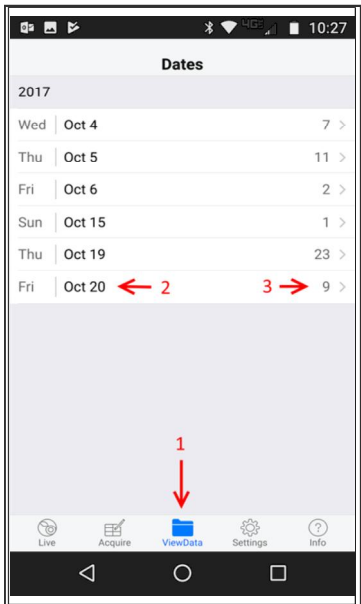

Figure 9:View Data Screen / Date
1. Tap the ViewData button at the bottom of the screen. Figure 9
2. The recordings are grouped by Date. Figure 9 Tap the date to expand.